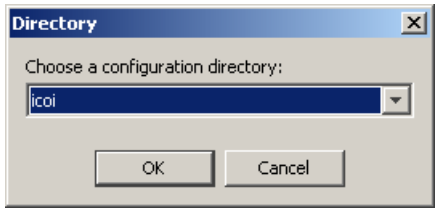

Figure 47 Directory dialog box
2. The **Directory** dialog box appears as shown in Figure 47 on page 81. Choose the directory location on the remote server where you want to store your configuration and click **OK**.
2. The **Directory** dialog box appears as shown in Figure 47 on page 81. Choose the directory location on the remote server where you want to push the package and click **OK**.
2. The **Directory** dialog box appears as shown in Figure 47 on page 81. Choose a directory on the remote server from which you want to retrieve the *.ncf file and click **OK**.